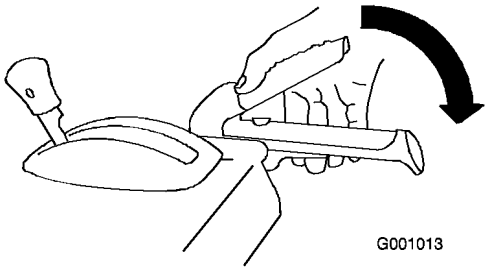

Figur 37
1. Pressa ned det högra (matarskruvs-/impeller)reglaget till handtaget för att koppla in matarskruvs-/impellerdrivningen (Figur 37).